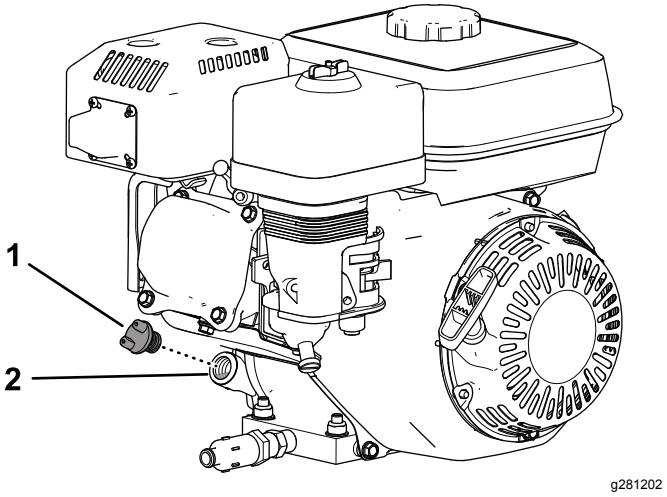

Figur 27
2. Rengör området runt tanklocket (Figur 27).